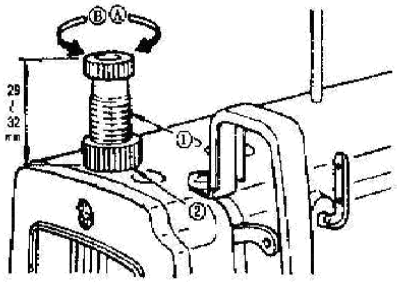

Рис. 17
1. Чтобы остановить машину с прижимной лапкой в верхнем положении, поверните рычаг (1) в направлении "A".
3. Прижимная лапка вернется в первоначальное положение, если рычаг ручного подъема (1) будет повернут вниз в направлении «B».
11. ДАВЛЕНИЕ ПРИЖИМНОЙ ЛАПКИ (Рис. 17)